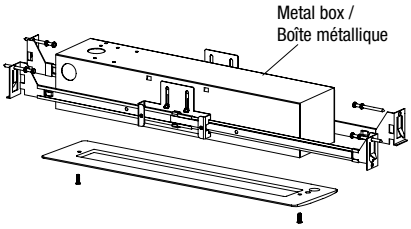

Fig. 2
4. Unscrew and remove the trim plate from the metal box (see Fig.2).
4. Dévissez et retirez la plaque d'habillage du boîtier métallique (voir fig. 2).